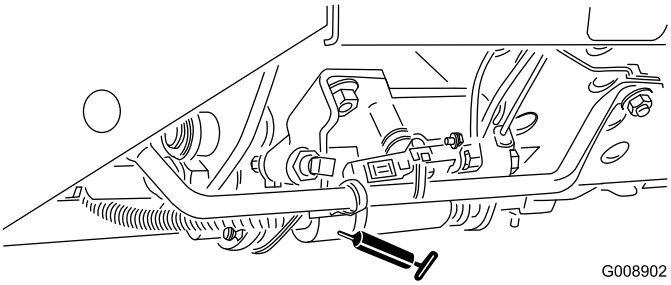

Figur 44
- Skjutreglage för klippning/transport (Figur 44)